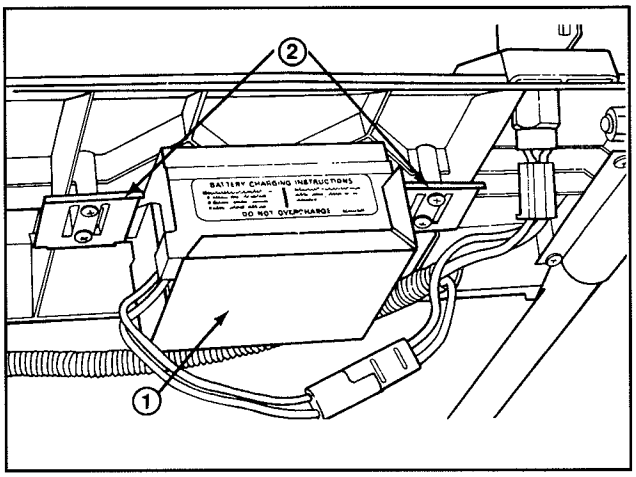

Abbildung 6
1. Siehe Batterieaufladung, Seite 12. Die Batterie mit der Aufkleberseite Richtung Betreiber, zwischen die Haltenuten auf der Rückseite des Schaltkastens schieben (Abb. 6).